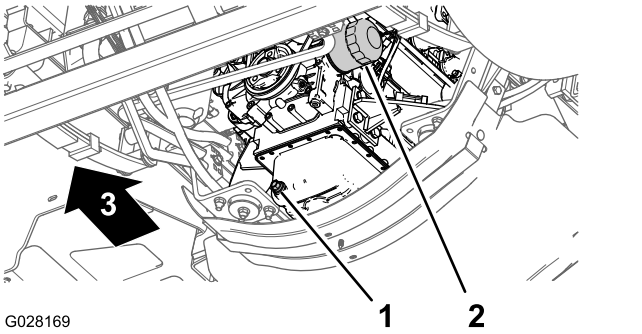

**Bild 79**
3. Fluchten Sie eine Auffangwanne unter dem Motorölfilter aus (Bild 79).
4. Entfernen Sie den alten Ölfilter (Bild 79).
8. Setzen Sie den Ölfilter in den Filteradapter ein und drehen Sie den Ölfilter nach rechts, bis die Gummidichtung den Filteradapter berührt. Ziehen Sie den Filter dann um eine weitere halbe Umdrehung an (Bild 79).
1. Stellen Sie eine Auffangwanne unter die Ablassschraube (Bild 79).
2. Nehmen Sie die Ablassschraube (Bild 79) ab und lassen Sie das Öl vollständig ablaufen.